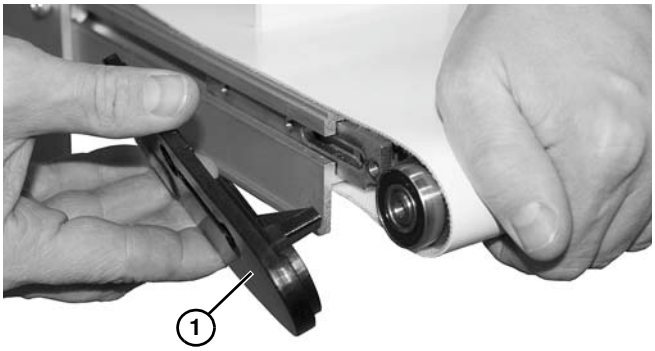

Abbildung 63
3. Die Kopfplatte **(Abbildung 63, Teil 1)** vom Rahmen des Förderbands abnehmen und dabei die Spindel festhalten.